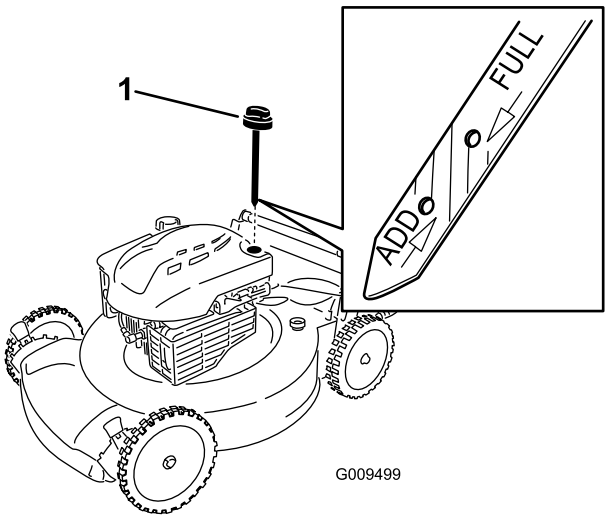

Figura 26
6. Rimuovete l'asta di livello dal tubo di riempimento dell'olio (Figura 26).